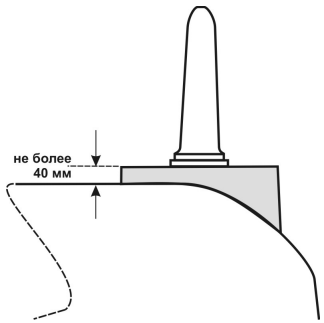

Рисунок 2
- **при невозможности установки антенны непосредственно на крышу локомотива**, допускается установка антенны на металлической подставке, проваренной по периметру со всех сторон, с минимальными размерами основания 200мм х 200мм и высотой не более 40мм относительно горизонтальной поверхности крыши (рисунок 2).